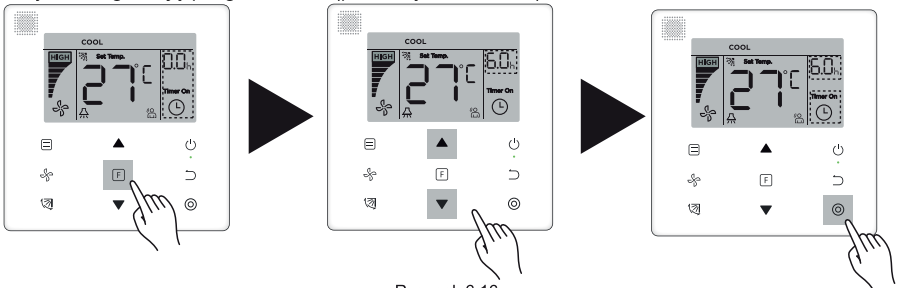

Rysunek 6.16
1) **Ustawianie programatora czasu włączenia:** naciśnij przycisk [F] (funkcja) aby przejść do konfiguracji “czasu wł.”. Na wyświetlaczu pojawi się “0.0h Time On”. Blok “Time On” zacznie pulsować, naciśnij przycisk ◎(potwierdź) aby przejść do ustawień programatora. Naciśnij przycisk ▲ lub ▼ aby ustawić czas, a następnie naciśnij przycisk ◎(potwierdź) aby zakończyć konfigurację programatora (patrz Rysunek 6.16).